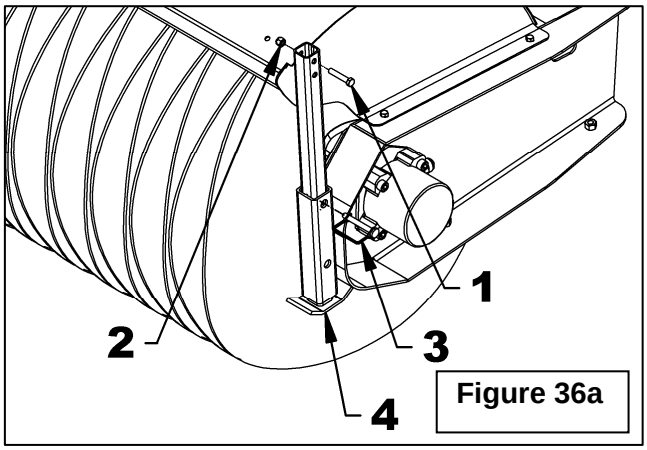

Figure 36a
(Figures 36a-36e)
1. **Figure 36a:** Install the broom on the vehicle and raise it. Take off the two parking stands (item 4) by removing the bolts (item 1), the nuts (item 2) and the square wire lock pins (item 3).